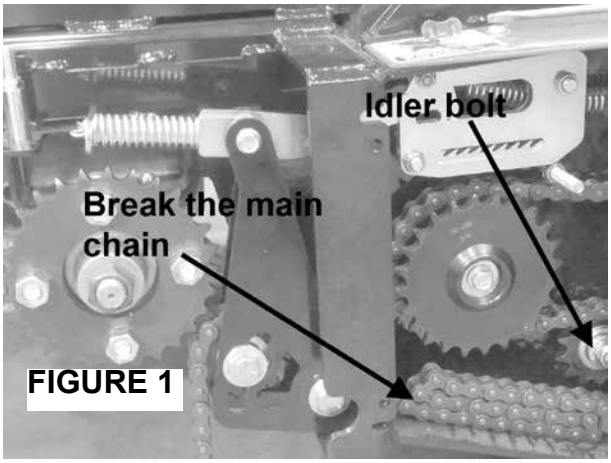

FIGURE 1
3. Break the main chain and leave it lying on the machine. **Figure 1**